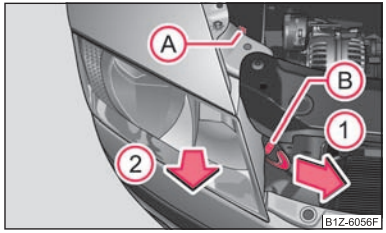

Fig. 147 Dépose du phare principal
- Dévissez l'écrou en plastique (A) ⇒ fig. 147.
- Tirez la fixation (B) vers le haut.
- Tirez le levier de sûreté du phare jusqu'à la butée dans le sens de la flèche (1).
- Débranchez le connecteur et sortez prudemment le phare dans le sens de la flèche (2).